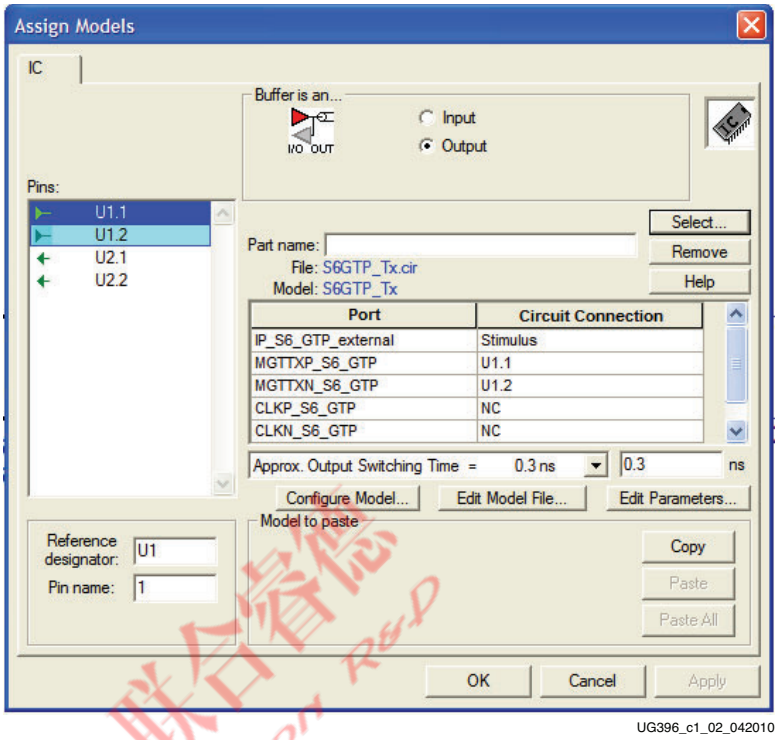

Figure 1-2: **Assign Models**
1. Double-click on **U1** to open the **Assign Models** dialog box and click the **Configure Model** button, as shown in Figure 1-2.